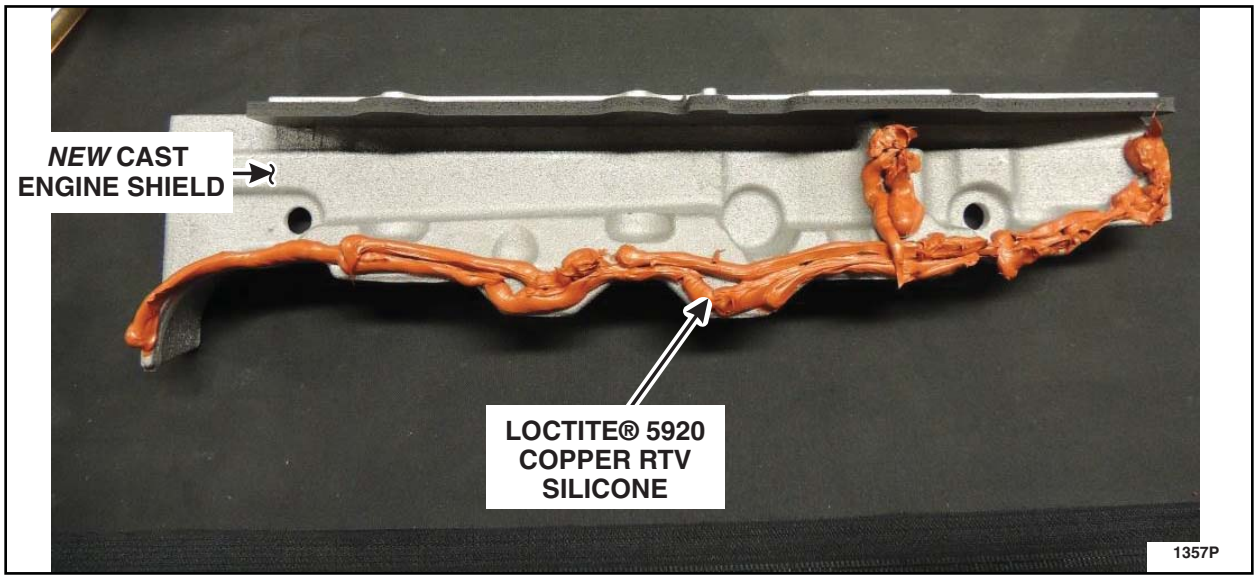

FIGURE C6
7. Apply two (2) 3 mm to 5 mm beads of LOCTITE® 5920 copper RTV silicone (approximately 1/2 tube) that is supplied in the vehicle parts kit to the *new* cast engine shield. See Figure C6.